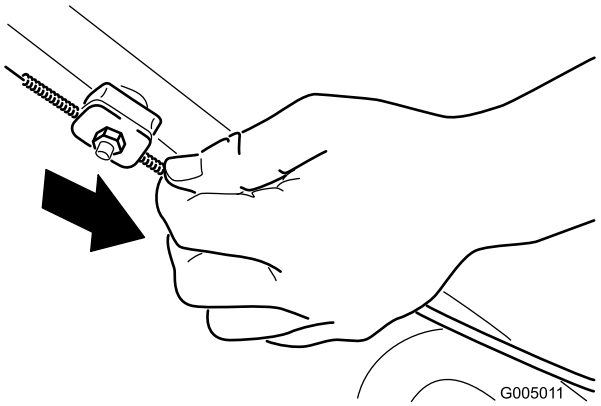

Figur 23
2. Dra nedåt (mot klipparen) tills kabeln är sträckt (Figur 23).